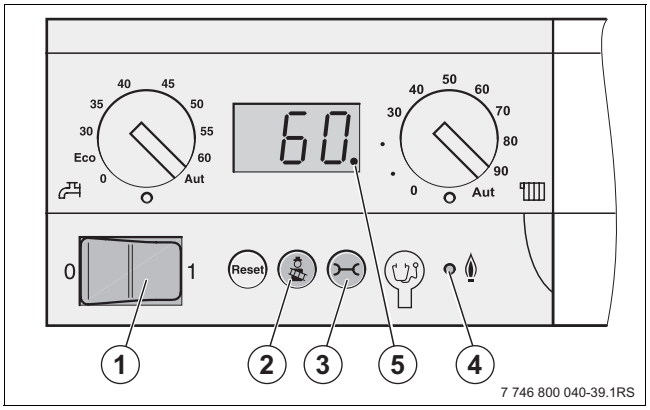

Rys. 59 Pole obsługowe sterownika bazowego
- ▶ Ustawić wyłącznik główny na pole obsługowym w położeniu „0" (Wyłączony) (→ rysunek 59, [1], strona 40).